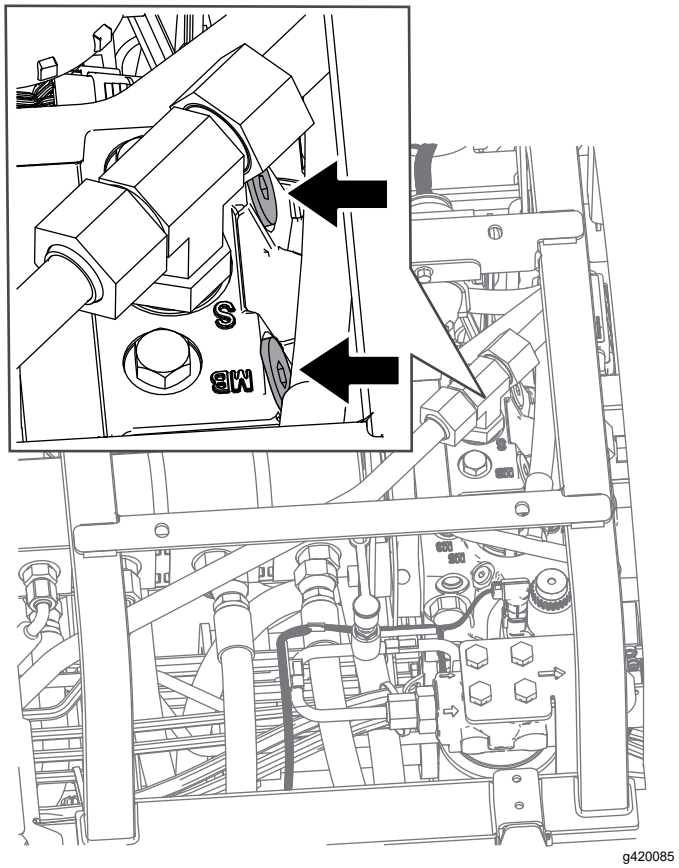

**Figuur 62**
2. Zoek de omloopkleppen onder de stoel en aan de bovenkant van de hydrostaat (Figuur 62).